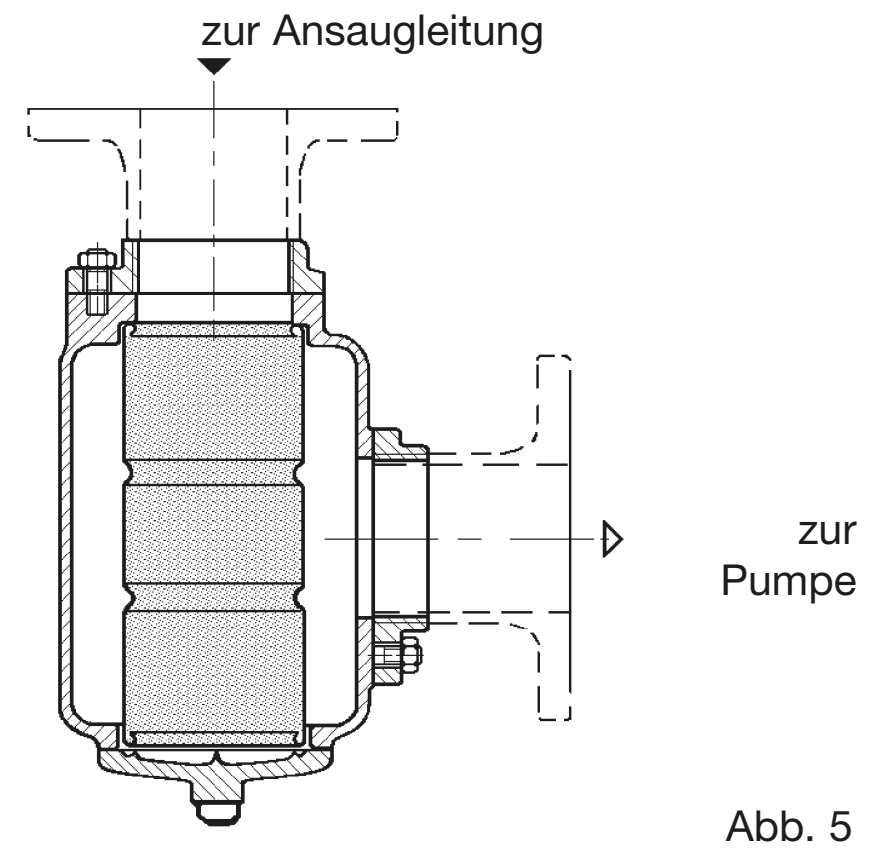

Abb. 5
7.6.7 In die Ansaugleitung einen Filter einsetzen, der eventuelle Verunreinigungen oder Fremdkörper in der Flüssigkeit zurückhält, die zu einem Blockieren der Pumpe führen könnten. Der Korb des Filters muss eine ausreichend große freie Fläche für den Durchlass aufweisen, um zu große Lastverluste am Eingang der Pumpe zu vermeiden. Besonders bei hoher Viskosität af die Größe des Filters achten: Es ist besser, den Filter großzügig zu dimensionieren. Die Durchlassöffnungen des Netzes müssen so dimensioniert werden, dass sie den ordnungsgemäßen Betrieb nicht beeinträchtigen. Im Folgenden werden die max. Abmessungen der Filteröffnungen für die verschiedenen Größen angegeben: Den Filter so montieren, dass er einfach gereinigt werden kann. Bei der Montage des Filters auf die folgenden Punkte achten: Der Fluss muss den Angaben des Herstellers entsprechen und er muss in jedem Fall vom Inneren zum Äußeren der Kartusche führen. Varisco fertigt Filter mit auswechselbarem Korb, die ohne Werkzeug geöffnet werden können (Abb. 5). Siehe die empfohlene Montageposition auf dem Plan. Diese Position gestattet eine schnelle Reinigung des Korbs.